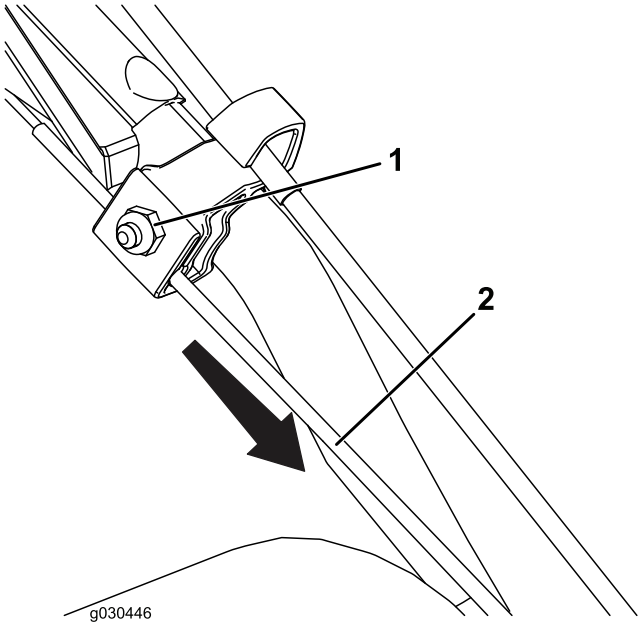

Bild 26
1. Lockern Sie die Mutter an der oberen Kabelklemme, ohne sie zu entfernen (Bild 26).
2. Ziehen Sie das Drahtseil nach unten, damit es nicht durchhängt (Bild 26).
3. Ziehen Sie die Mutter fest (Bild 26).